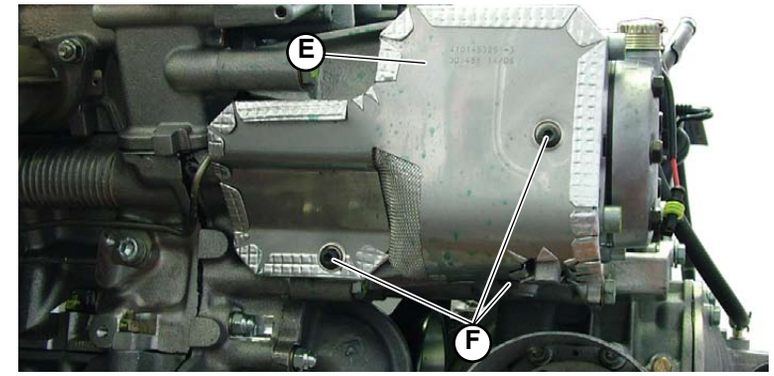

Fig.3
4. Secure the heat-proof screen (**E-Fig.3**) to the lower support using the three screws (**F-Fig.3**).